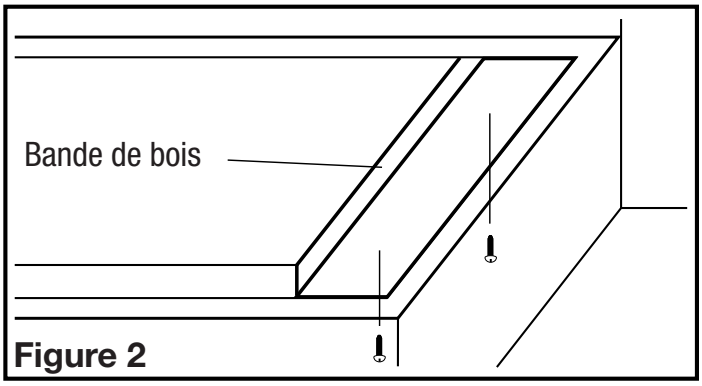

Figure 2
1. Pour installer la hotte sous des armoires dont la base est en retrait, il faut d'abord installer des bandes de fixation en bois (non comprises) afin que la hotte soit fixée convenablement **(Figure 2).**